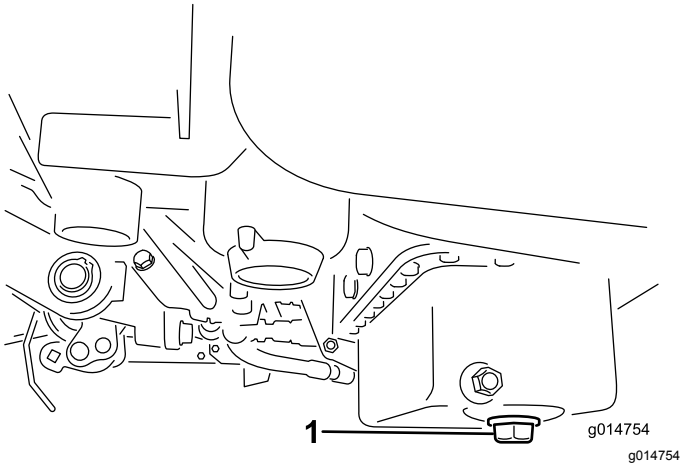

Rysunek 29
1. Odkręć korek spustowy i spuść olej do miski drenażowej. Zakręć korek, gdy olej przestanie wyciekać (Rysunek 29).